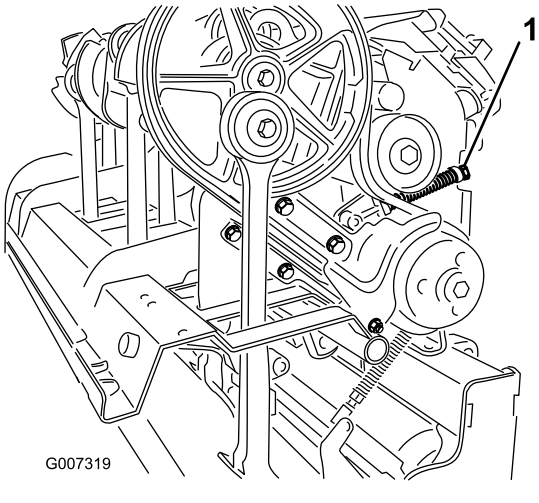

**Figuur 38**
4. Om de belasting van de spanpoelieveer te halen, draait u de borgmoer los waarmee de veerhouder bevestigd is (Figuur 38) en draait u de veerhouder.